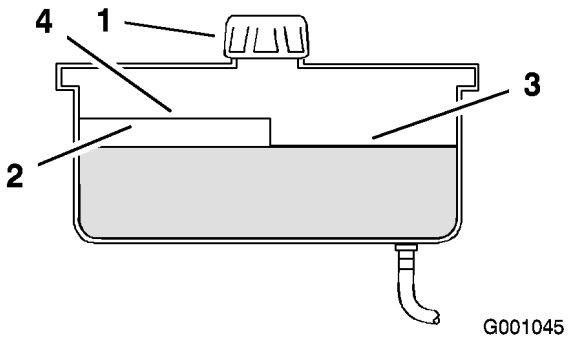

Figur 62
2. Rengör området runt påfyllningsröret till hydraultanken (Figur 62).
3. Skruva av tanklocket på påfyllningsröret. Titta inuti och kontrollera om det finns någon olja i behållaren (Figur 62).
Obs: Oljenivån ska nå upp till överkanten på markeringen för varmt på skärmen, när oljan är varm (Figur 62).